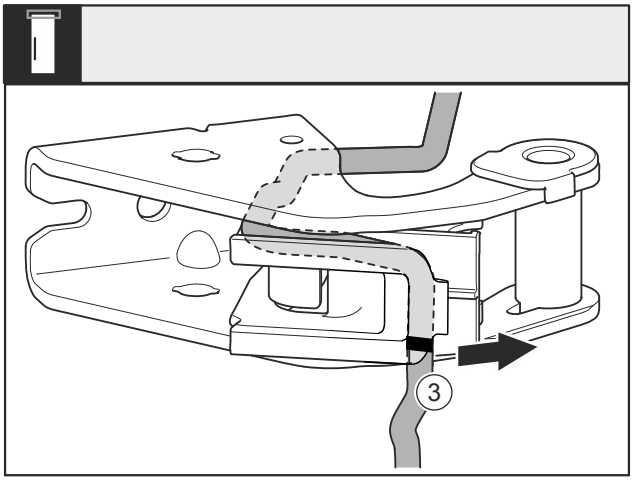

Fig. 28
▶ 从轴承座上拆下电缆及电缆支架 *Fig. 28 (3)*。